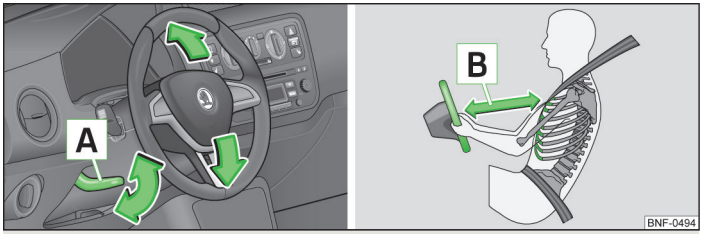

Fig. 67 **Adjustable steering wheel: Lever below the steering wheel/safe distance to the steering wheel**
- Adjust the steering wheel so that the distance B » Fig. 67 on page 66between the steering wheel and your chest is at least 25 cm. Not maintaining this minimum distance will mean that the airbag system will not be able to properly protect you – hazard!
› Swing the lever A » Fig. 67 below the steering wheel down.